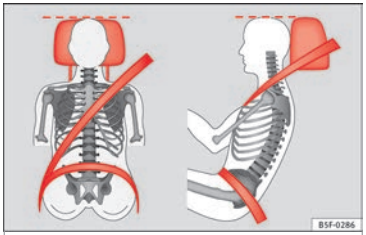

Fig. 73 Correctly adjusted head restraint as viewed from the front and the side.
– Adjust the head restraint so that its upper edge is, as far as possible, at the same level as the top of your head, or at the very least, at eye level **»» Fig. 73**.